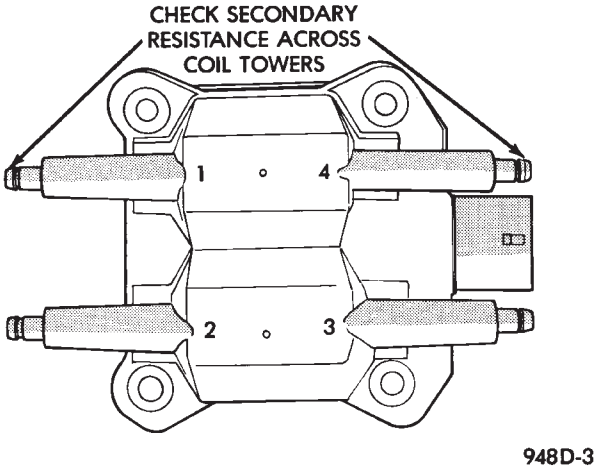

Fig. 22 Checking Ignition Coil Secondary Resistance
(4) Remove ignition cables from the secondary towers of the coil. Measure the secondary resistance of the coil between the towers of each individual coil (Fig. 22). Secondary resistance should be 7,000 to 15,800 ohms. Replace the coil if resistance is not within tolerance.